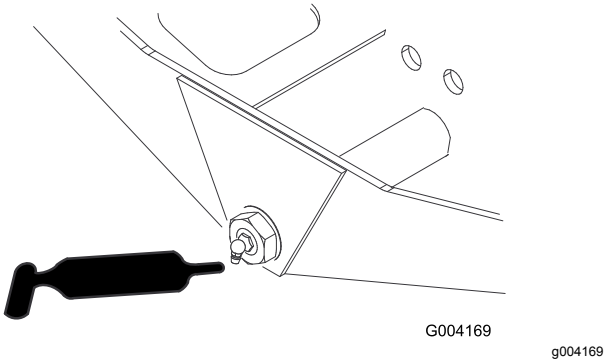

Figur 68
- Akselstyretap (1) (Figur 68)